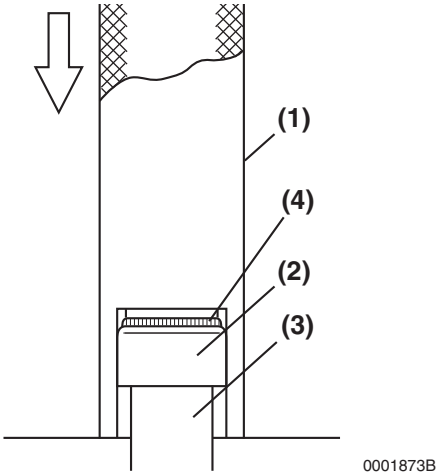

Figure 6-26
*The exhaust valve stem seals are different than the intake valve stem seals and can be identified by the color the seal spring **(Figure 6-26, (4))**. Ensure they are installed in the correct locations.*
1. Oil the lip of the valve stem seal **(Figure 6-26, (2))**. Using the valve stem seal installation tool **(Figure 6-26, (1))**, install a new valve stem seal on each of the valve guides **(Figure 6-26, (3))**.